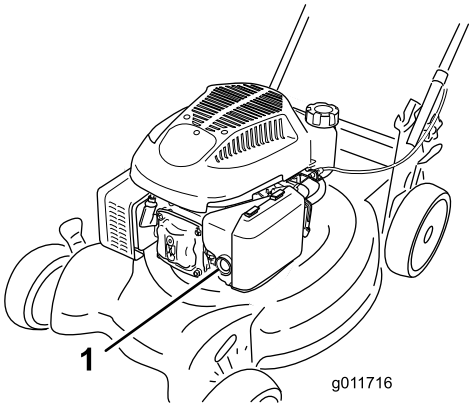

Figur 10
1. Tryk spædepumpen helt ind med tommelfingeren 3 gange, og hold den hver gang inde i et sekund, før du slipper den igen (Figur 10).